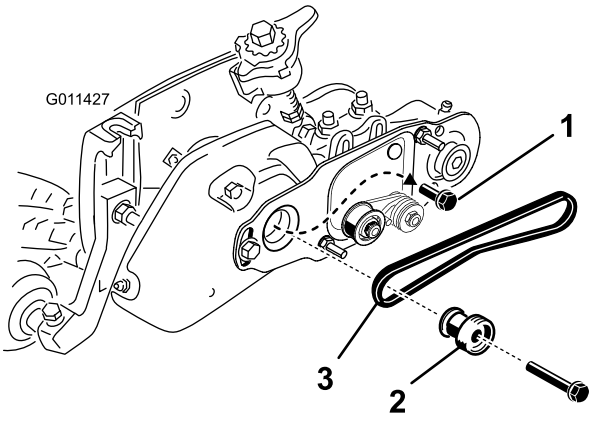

Figure 31
42. Remove the bolt securing the groomer pulley to the drive shaft (Figure 31).
43. Insert the brush drive pulley into the groomer drive pulley and onto the drive shaft (Figure 31). Make sure the pulley tabs are positioned in the slot in the drive shaft.
44. Apply Loctite to the threads of the 3/8 x 2 inch flange head bolt. Secure the drive pulley to the shaft with the flange head bolt (Figure 31). Torque the bolt to 34-40 ft-lb (46–54 N-m).